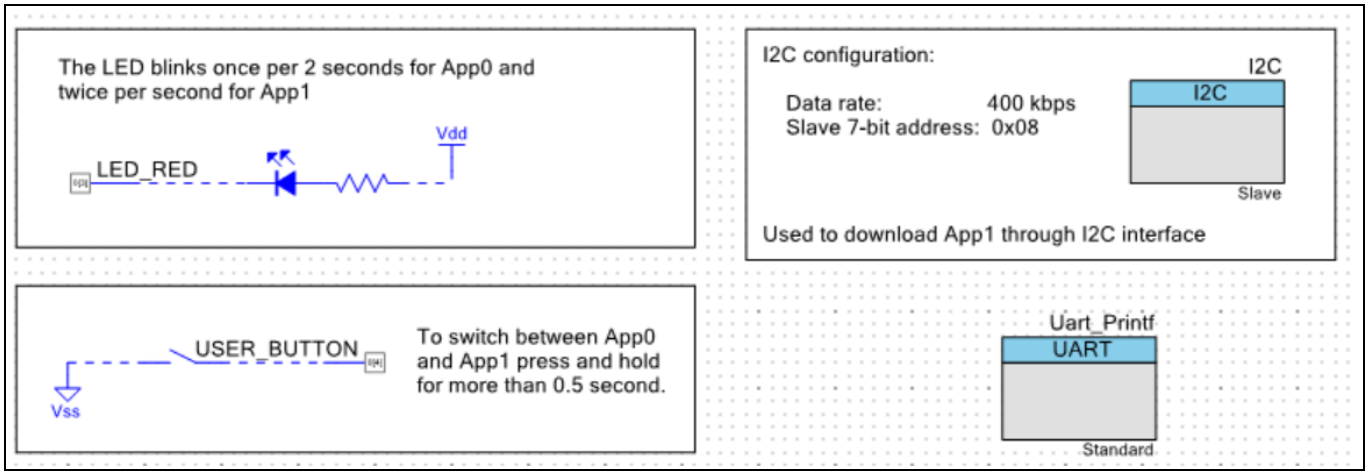
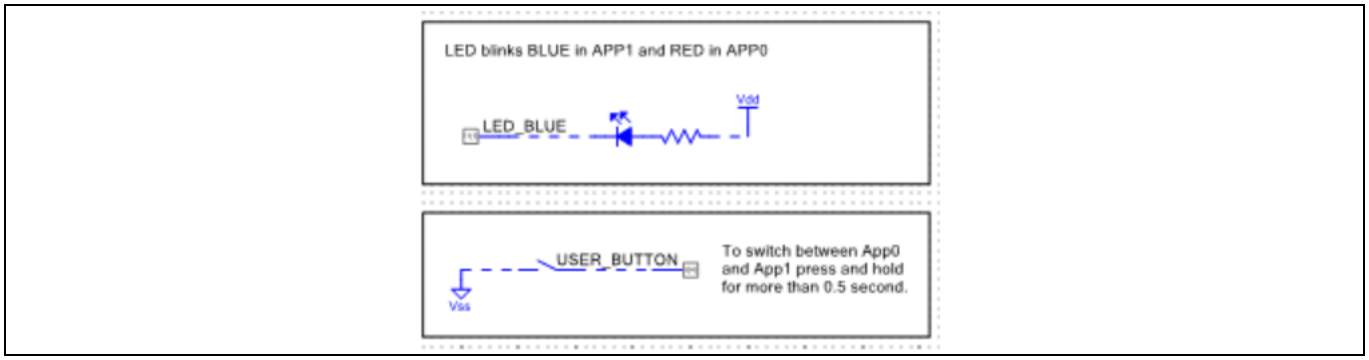

Figure 1 PSoC Creator Schematic for App0
Figure 2 PSoC Creator Schematic for App1
Configure the BHP for the KitProg3 USB-I²C bridge connection. See **Figure 1** for I2C address and bit rate settings. For more information on using BHP, see BHP Help.
- **Figure 1** and **Figure 2** show the PSoC Creator project schematic for both App0 and App1. App0 has the host communication Component; App1 does not.